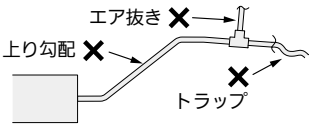

図9
- 接続部より上り勾配で配管しないでください。（ユニット停止時、ドレン水が逆流して水漏れの原因になります）（図9）
- エア抜き管は付けないでください。（ドレン水が吹き出ることがあります）（図9）
- 途中に立上げやトラップを作らないでください。（異常音の原因になります）（図9, 11）